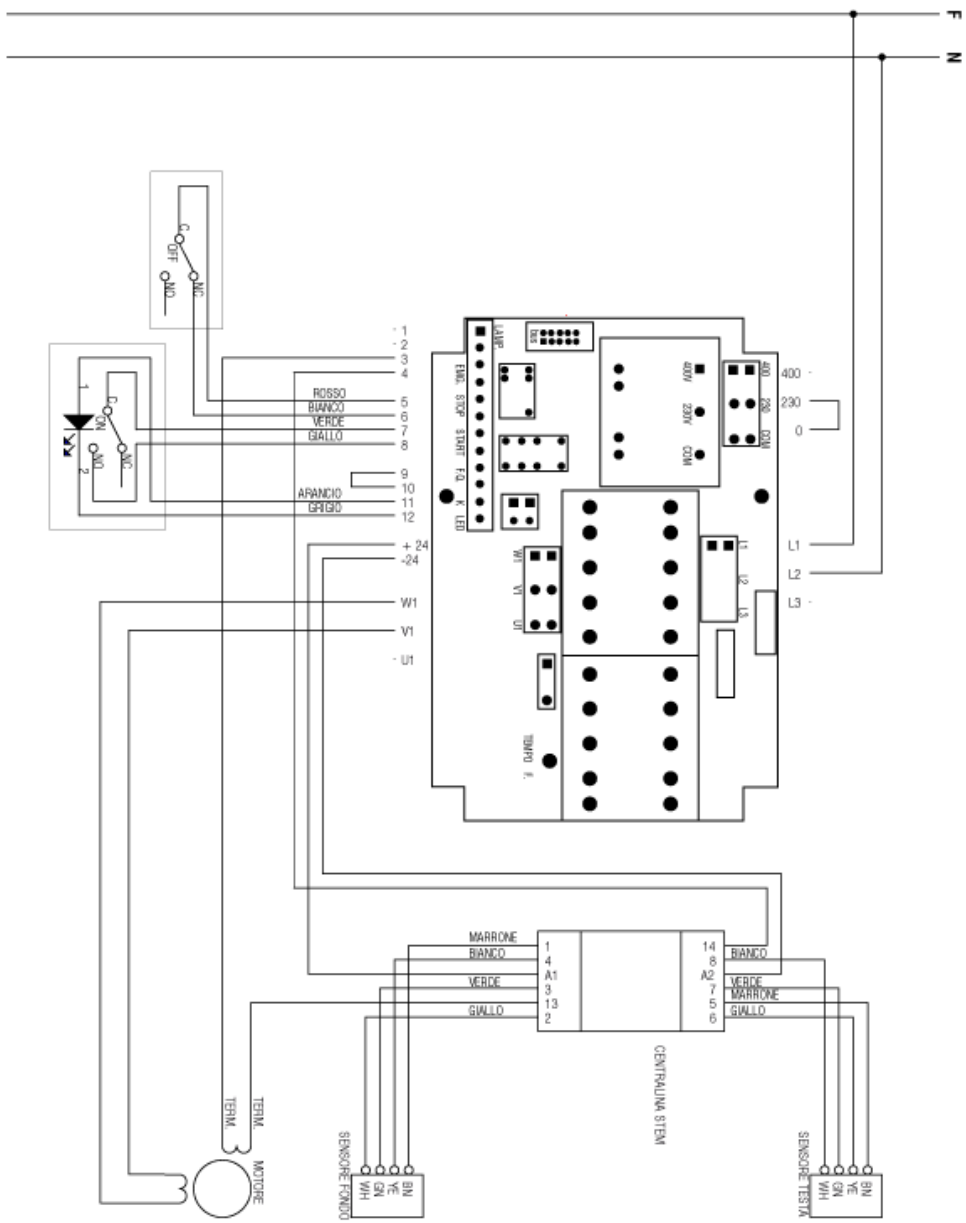

Fig. 2.6.2
2.6.2 Schema elettrico monofase 230V (fig. 2.6.2)